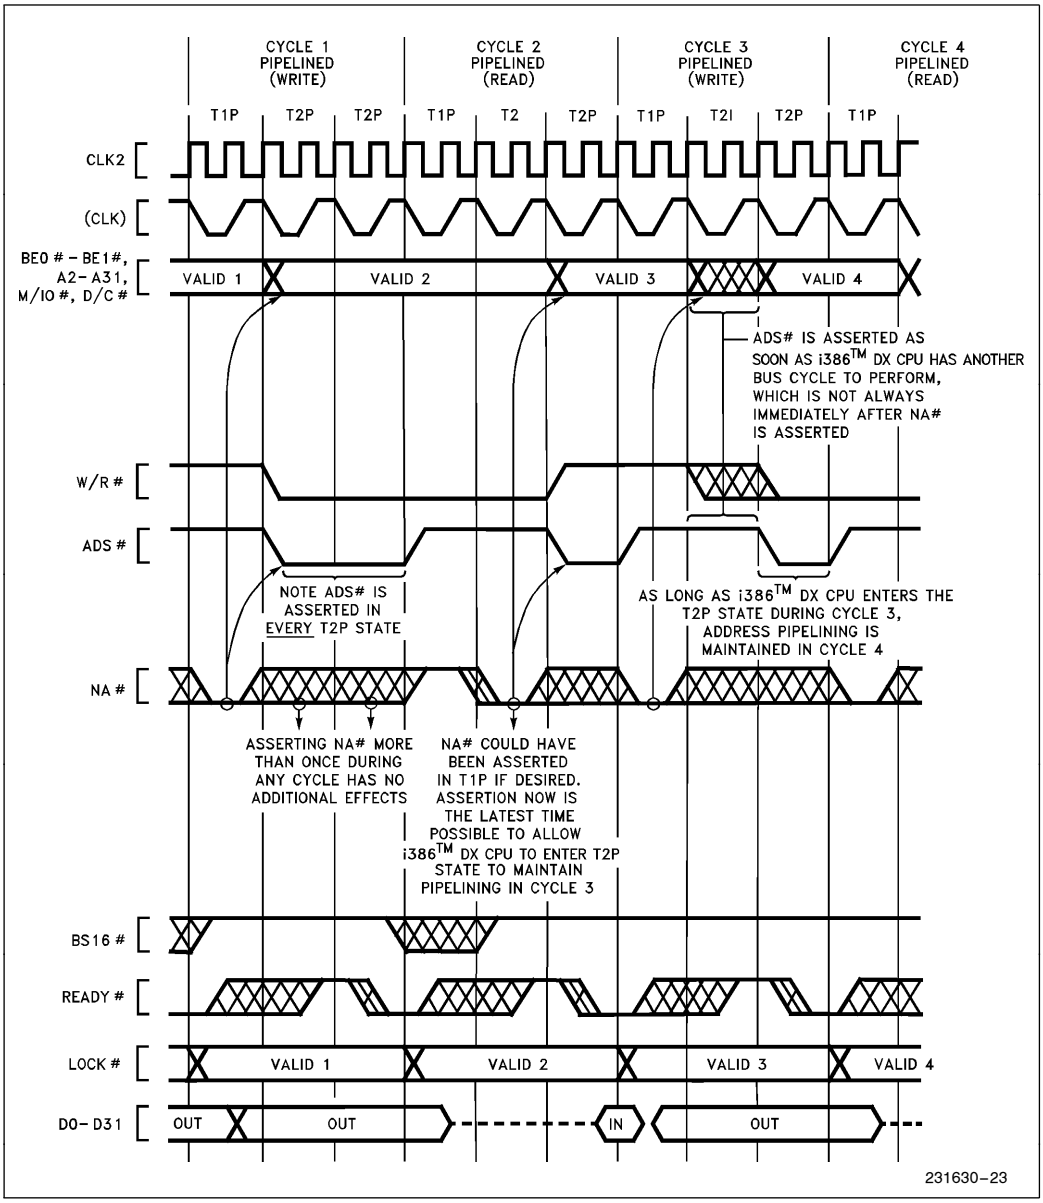

Figure 5-19. Details of Address Pipelining During Cycles with Wait States
2) The next address may appear as early as the bus state after NA# was sampled asserted (see Figures 5-16 or 5-17). In that case, state T2P is entered immediately. However, when there is not an internal bus request already pending, the next address will not be available immediately after NA# is asserted and T2I is entered instead of T2P (see Figure 5-19 Cycle 3). Provided the current bus cycle isn't yet acknowledged by READY# asserted, T2P will be entered as soon as the Intel386 DX does drive the next address. External hardware should therefore observe the ADS# output as confirmation the next address is actually being driven on the bus.
5) Only the address and bus cycle definition of the very next bus cycle is available. The pipelining capability cannot look further than one bus cycle ahead (see Figure 5-19 Cycle 1).